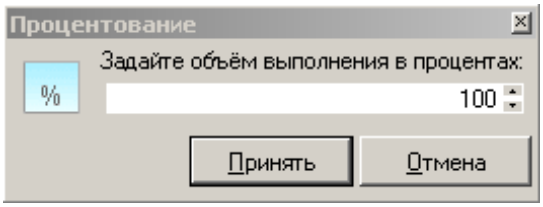

Рис. 2. Задание объема выполнения для всех строк
- В графу **Объем** следует вводить объемы выполнения работ за отчетный период. Объемы выполнения можно вводить как числовыми показателями, так и в процентах от проектного объема (графа **Всего)**, используя кнопку ⋯ (см. рис. 2).
Запроцентовать можно как одну строку, так и все строки элемента структуры объекта. Для этого используйте кнопку ▪▪▪ в графе **Объем** заголовка элемента структуры (см. рис. 2). Чтобы в выполнении учесть весь оставшийся объем работ, в контекстном меню Акта выберите пункт **Действия –> Запроцентовать остатки**.